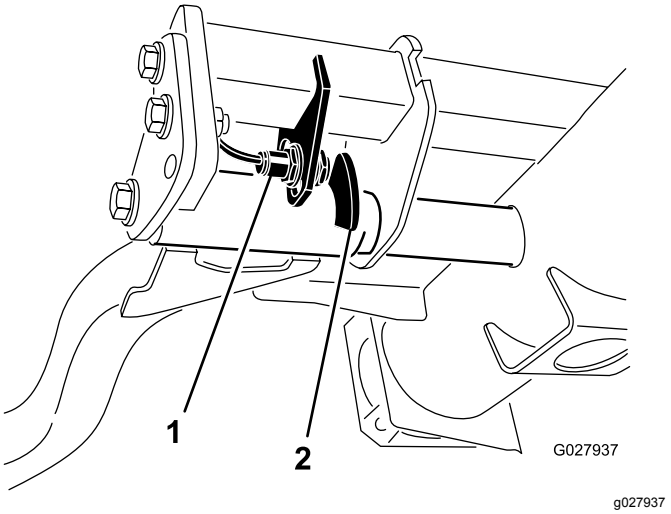

Figuur 30
2. De schakelaar van de hefarm bevindt zich onder de hydraulische tank achter de hefarm rechts voor (Figuur 30).
3. Draai de bevestigingsschroeven (Figuur 30) van de schakelaar los en zet de schakelaar lager om de draaihoogte van de hefarm te verhogen of hoger om de draaihoogte te verlagen.